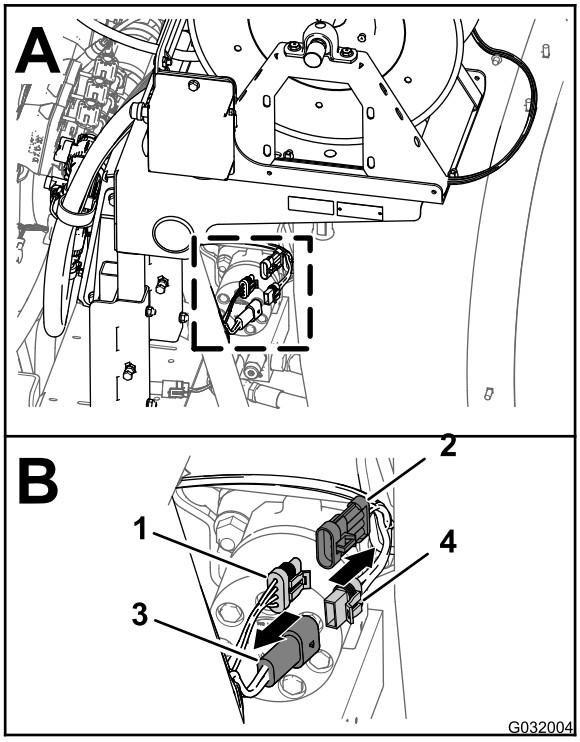

Figuur 3
1. Zoek achteraan de machine de kabelboom voor de elektrische slanghaspel aan de achterzijde van de spuittank (Figuur 3).
2. Maak de stekker met 2 bussen van de kabelboom voor de elektrische slanghaspel los van de stekker met 2 pinnen van de achterste hoofdkabelboom (Figuur 3).
3. Maak de stekker met 3 pinnen van de kabelboom voor de elektrische slanghaspel los van de stekker met 3 bussen van de achterste hoofdkabelboom (Figuur 3).